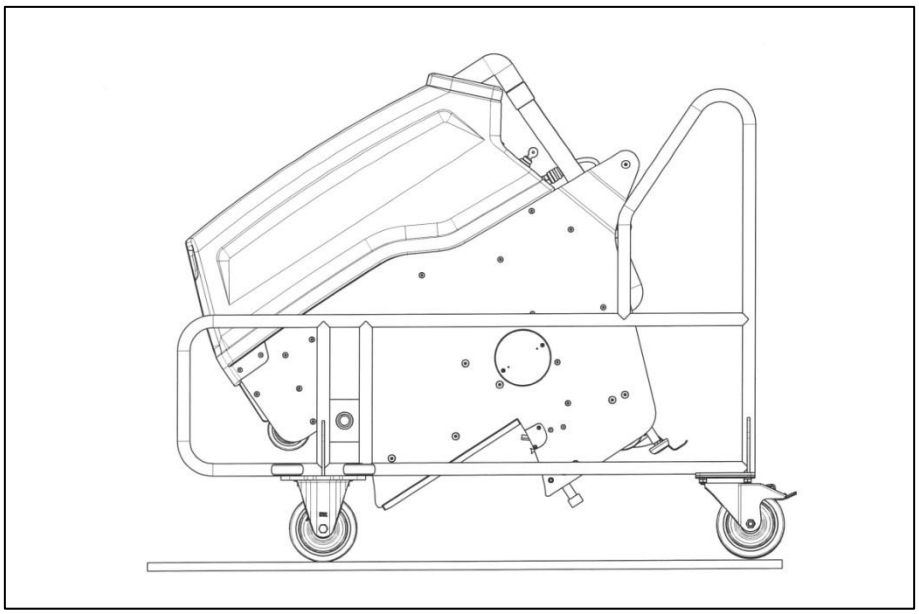

Bild 15 Maschine in Transportstellung
Zum Transport wird die Maschine nach Entfernen der Steckachse (31) aus dem Transportwagen mit der Deichsel voraus in diesen eingefahren (siehe Bild 15: Einfahren in Transportstellung)